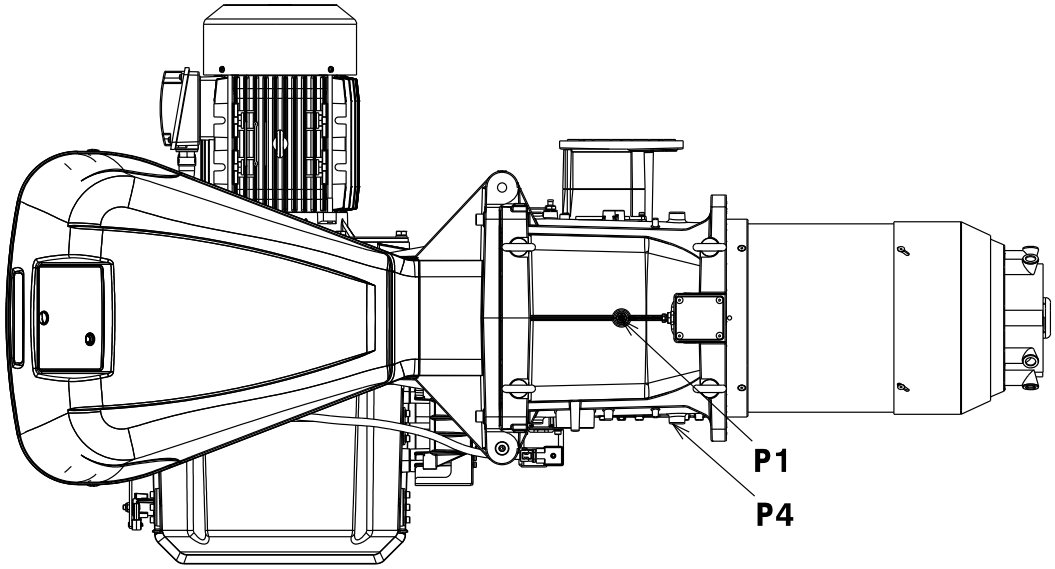

图 27
测试点 P1)(图 27) 处测得的燃气压力，此时：
– 用测试点 P1)(图 27) 测得的燃气压力减去炉膛压力。
测试点 P1)(图 27) 处燃气压力 = 58.1 mbar
计算燃烧器以最大出力运行时，测试点 P1)(图 27) 处所需燃气压力：
– 读出右边栏 1 所示测试点 P1) (图 27) 压力。
测试点 P1)(图 27) 处所需燃气压力。